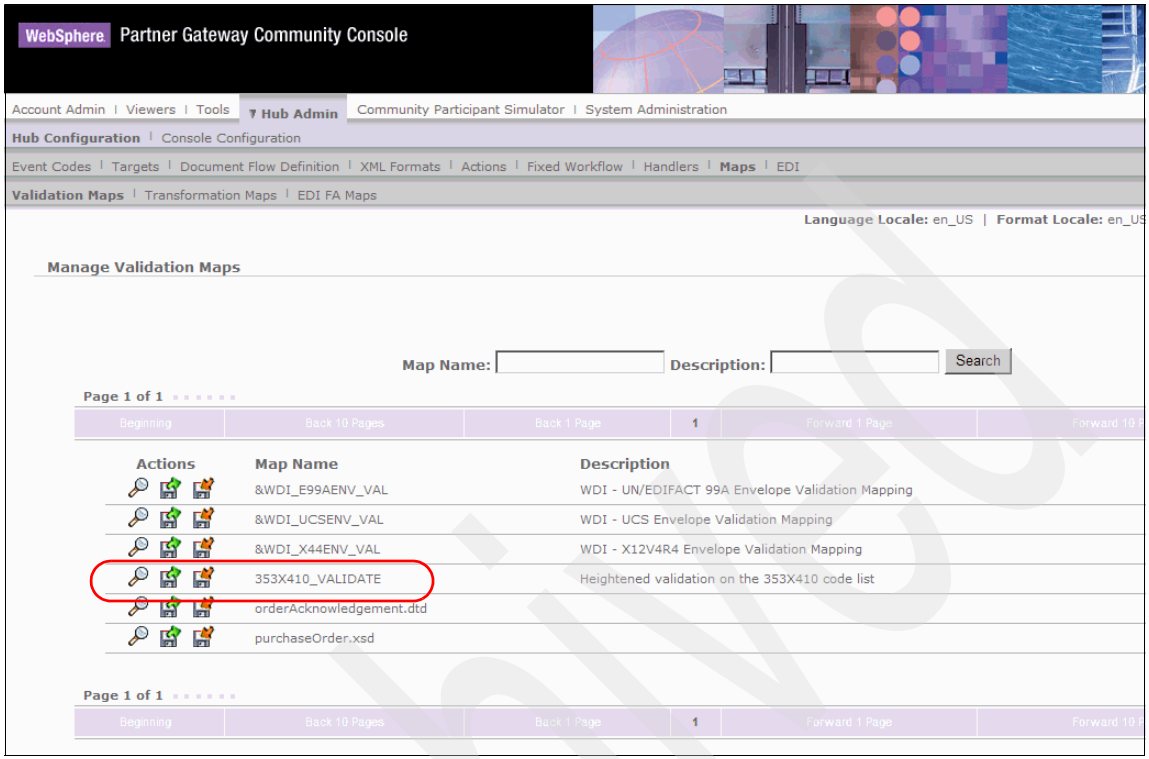

Figure 19-50 Validation map
5. You can see the uploaded map under **Hub Admin** → **Hub Configuration** → **Maps** → **Validation Maps** (Figure 19-50 on page 679).